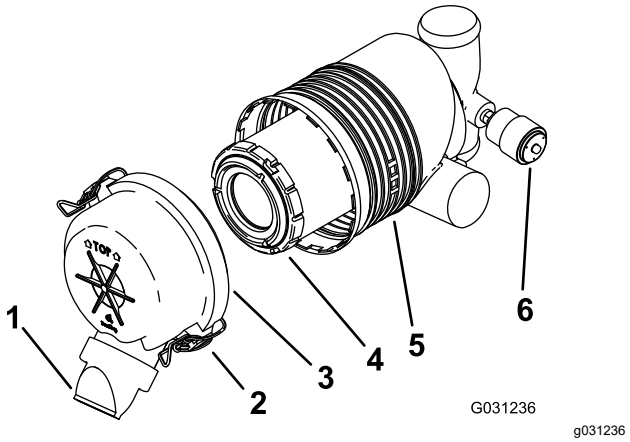

Рисунок 41
Внимание: **Фильтр воздухоочистителя следует менять только, когда индикатор обслуживания станет красным (Рисунок 41). Замена воздушного фильтра без необходимости ведет лишь к повышению вероятности попадания грязи в двигатель при извлечении фильтра.**
5. Освободите защелки воздухоочистителя и отделите крышку от корпуса воздухоочистителя (Рисунок 41).
- Если индикатор обслуживания прозрачный, установите крышку воздухоочистителя таким образом, чтобы пылезащитный колпачок был ориентирован вниз, и закройте защелки (Рисунок 41).
1. Осторожно извлеките фильтр из корпуса воздухоочистителя (Рисунок 41).
3. Осторожно установите фильтр (Рисунок 41).
4. Установите крышку воздухоочистителя таким образом, чтобы пылезащитный колпачок был ориентирован вниз, и закройте защелки (Рисунок 41).